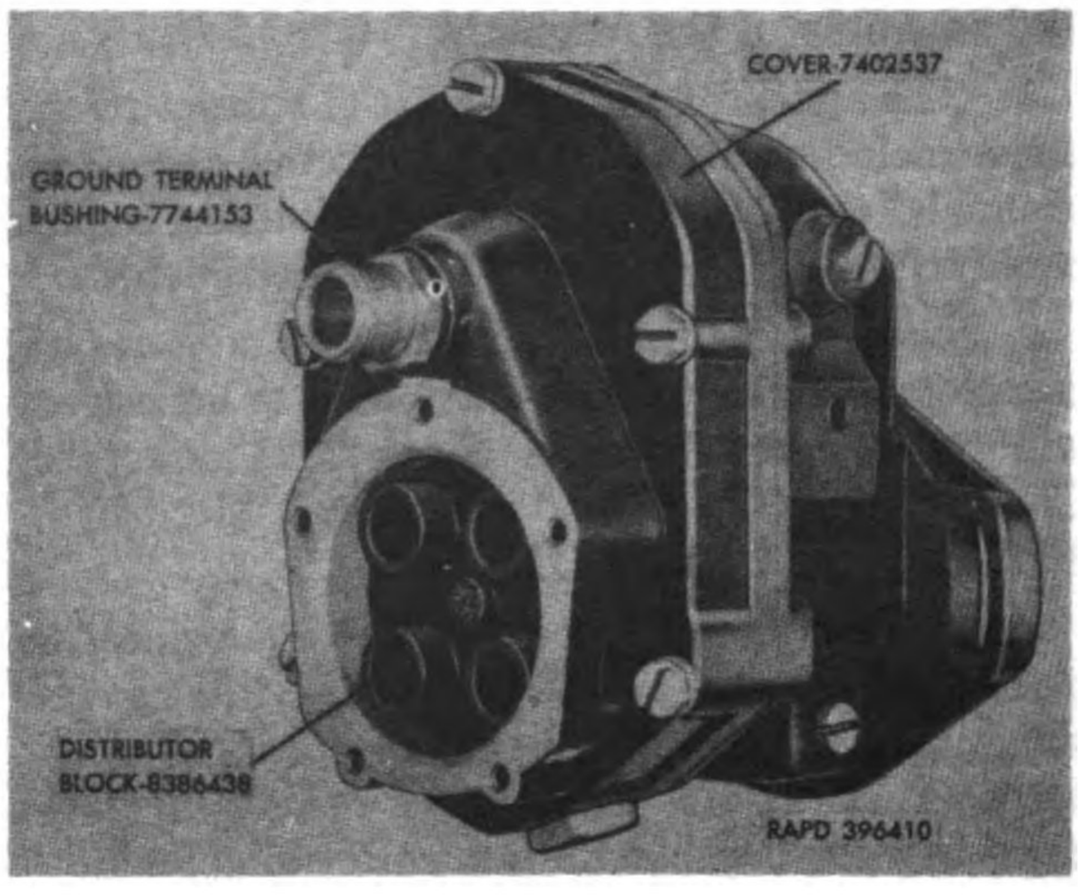

Figure 2. Type S6LN–32 magneto—assembled view.
c. Shorted primary circuit	*c.* Be sure the ground spring on the distributor block (fig. 2) is not contacting the housing when the ground terminal insulating sleeve is installed (par. 55*b*(1)). Inspect the capacitor and primary cables to be sure they are not grounded on the breaker assembly support. Check for defective insulation on cables. Replace the coil (par. 48) if the cables are cracked or broken.